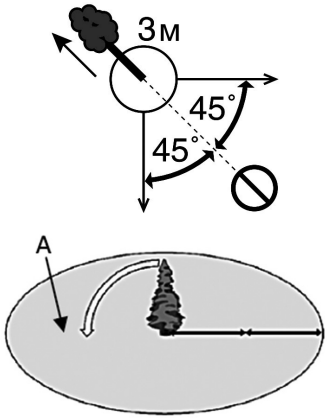

Рис. 9. Зона безопасности при валке дерева
4. Должен быть безопасный путь отхода. Путь отхода должен быть направлен по диагонали в сторону, противоположную направлению падения, под углом 45 градусов, необходимо отойти минимум на 3 метра от ствола, на тот случай, если во время падения комель дерева отскочит в сторону. Зона безопасности (А) должна быть не менее 2½ высоты дерева (Рис. 9).